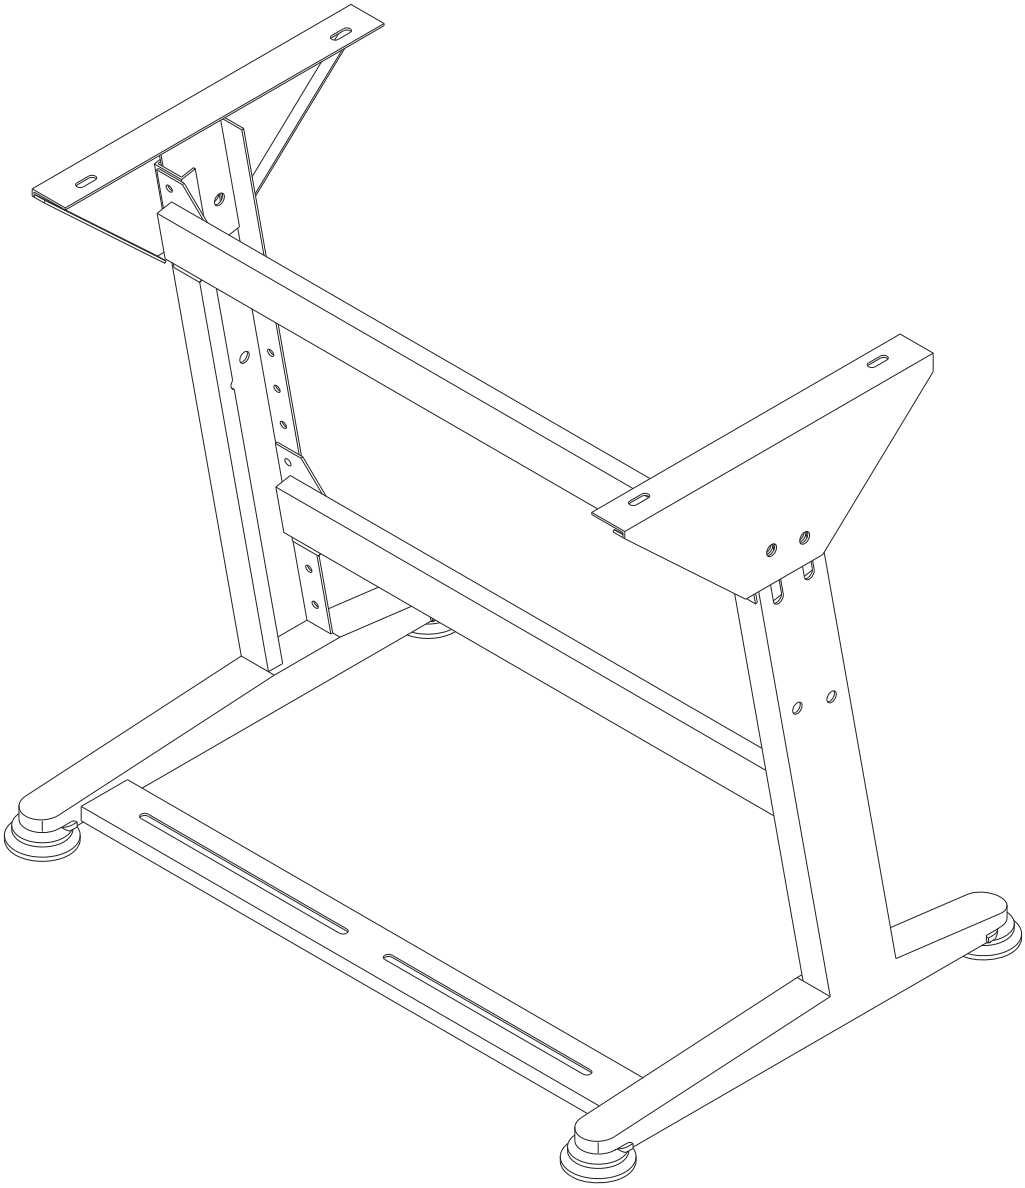

Abb. 2
- Gestell, wie aus der Abb. 2 ersichtlich, montieren.
Sollten Sie die Tischplatte selber montieren, entnehmen Sie die Bemassungen bitte der Abb. 2.